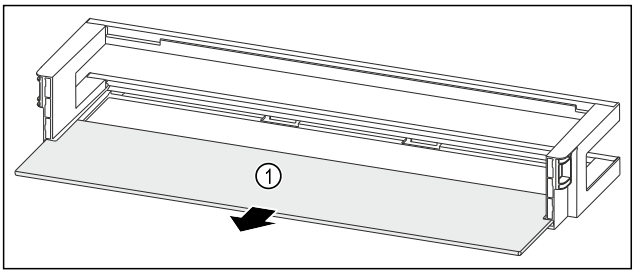

Fig. 99 Estantes en la contrapuerta con estante
▶ Retire el estante *Fig. 99 (1)*.